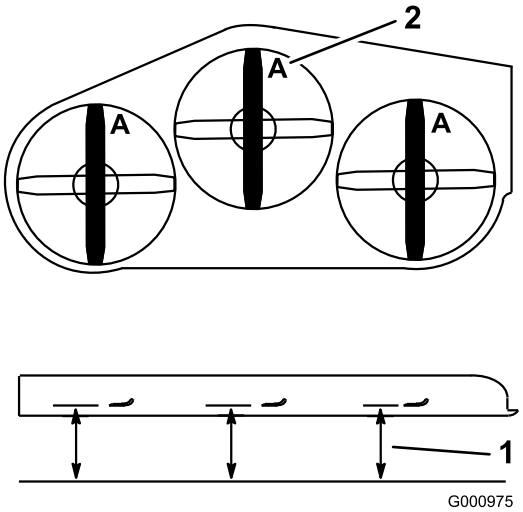

Figur 77
3. Roter knivene til endene vender fremover og bakover. Mål fra en jevn overflate til kniveggen, posisjon **A**, på kniven (Figur 77). Merk deg dette målet.